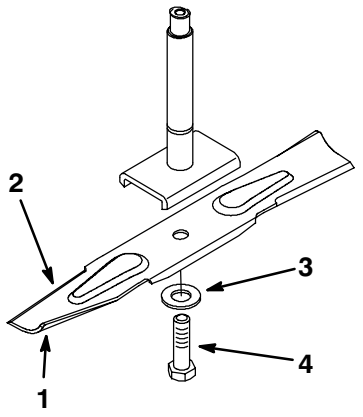
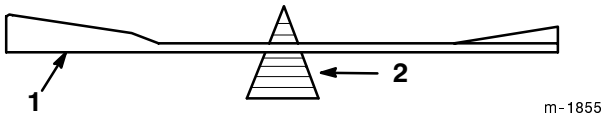

Figure 17
Figure 19
Hold the blade end using a rag or thickly-padded glove. Remove the blade bolt, lock washer and blade from the spindle shaft (Fig. 17).
2. Check the balance of the blade by putting it on a blade balancer (Fig. 19). If the blade stays in a horizontal position, the blade is balanced and can be used. If the blade is not balanced, file some metal off the end of the sail area only (Fig. 17). Repeat this procedure until the blade is balanced.
1. Install the blade onto the spindle shaft (Fig. 17).
2. Install the lock washer and blade bolt (Fig. 17). Torque the blade bolt to 115-140 N•m (85-110 ft-lb).